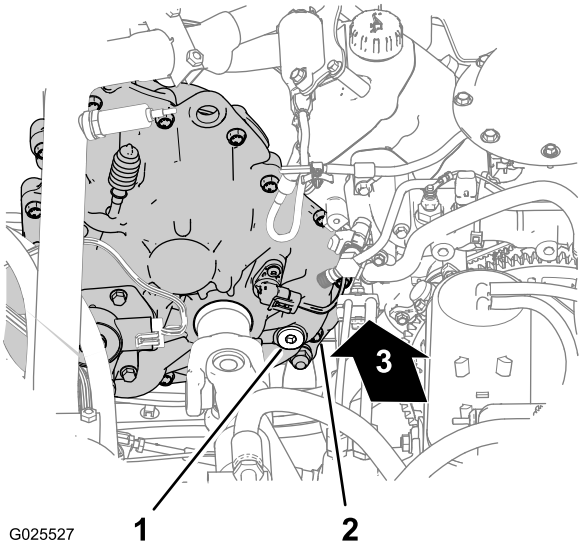
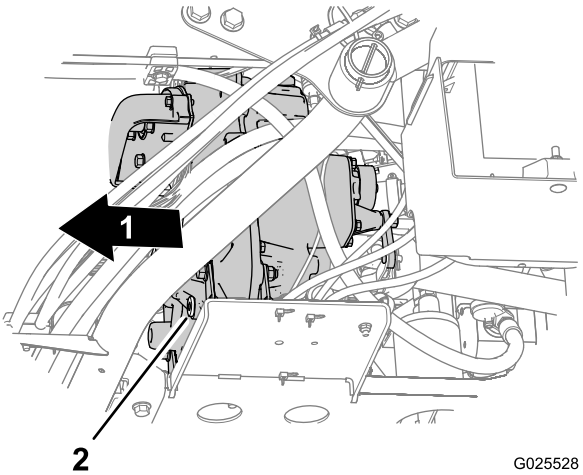

Figur 68
Figur 69
2. Find påfyldningsproppen i det bageste indvendige område på transmissionskassen, og find aftapningsproppen på den forreste udvendige side af transmissionen (Figur 68 og Figur 69).
3. Fjern påfyldningsproppen fra påfyldningshullet ved at dreje proppen mod uret og fjerne den fra transmissionen (Figur 68).
4. Placer en dræningsbakke under aftapningsproppen (Figur 69).
5. Fjern aftapningsproppen fra drænåbningen ved at dreje proppen mod uret og fjerne den fra transmissionen (Figur 69).
6. Monter aftapningsproppen (Figur 69).
7. Fyld 700 ml Dexron VI-transmissionsvæske i transmissionen gennem påfyldningshullet (Figur 68).
8. Skru påfyldningsproppen på (Figur 68).